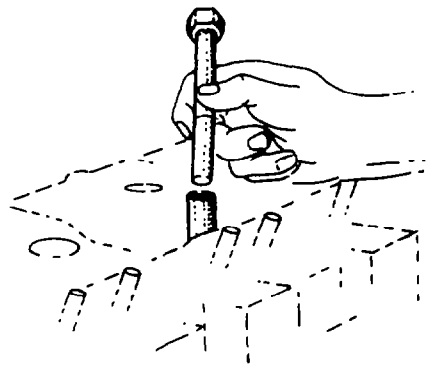

Fig. 17 — Installing Tool J-25260
a. Install the valve guide removing tool J-25260, or equivalent, into the valve guide (see fig. 17).